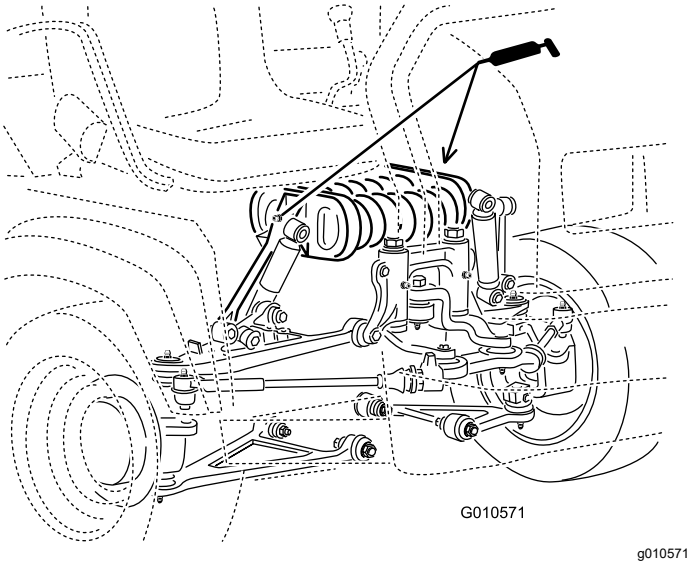

**Bild 30**
- **Federstangen (2)**; siehe Bild 30